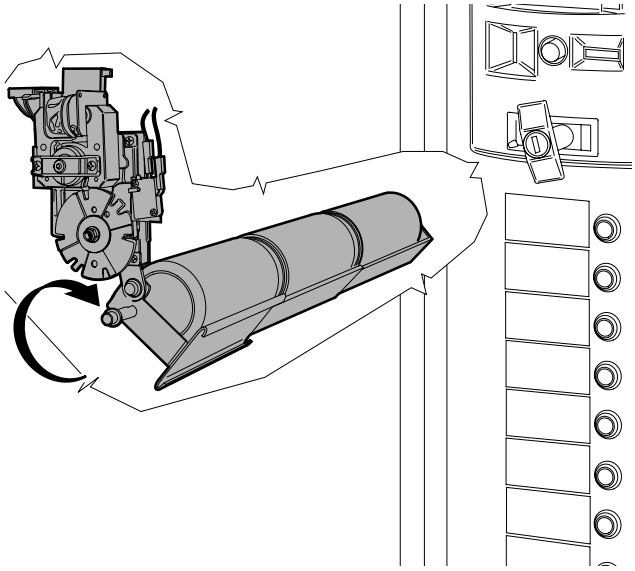

FIG.3.2
- el motor de la columna en la que se encuentra la bebida elegida, cumple una rotación en función del tipo de producto por distribuir y deja caer el producto mismo sobre la bandeja de recogida (*Fig.3.2)*.